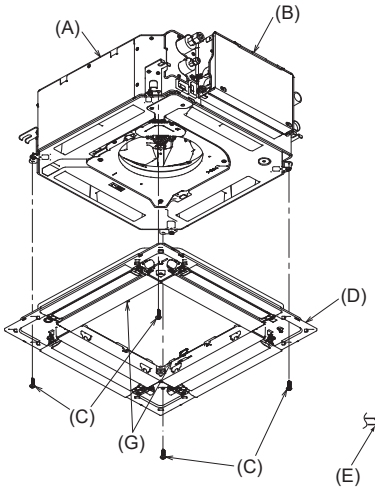

Abb. 10-6
- Das Gitter durch Festziehen der vier Schrauben sichern. (Abb. 10-6)